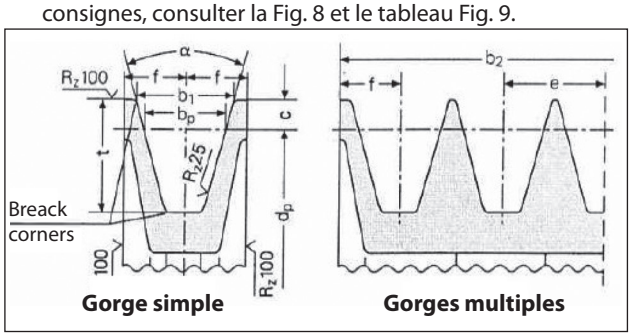

Fig. 8
a) Utiliser des poulies pour courroies trapézoïdales avec les dimensions de la gorge prescrites/conseillées par le constructeur de la courroie utilisée. En l'absence de consignes, consulter la Fig. 8 et le tableau Fig. 9.